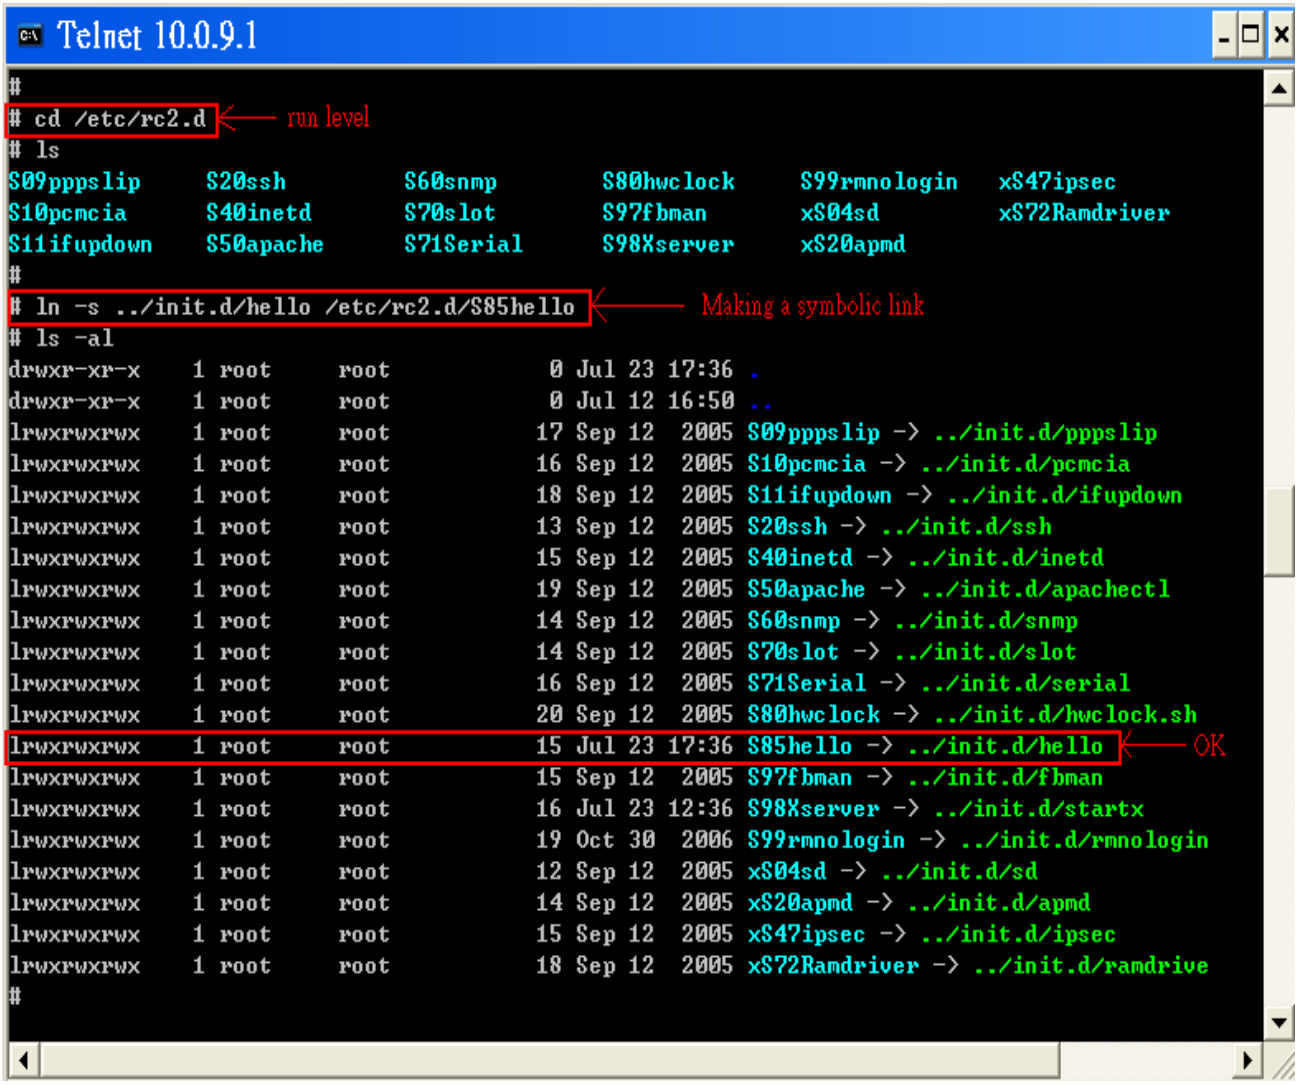

Fig. 4-11
(2) Type “**chmod 755 /etc/init.d/hello**“ to change the access permissions for the file.
(3) Type “**cd /etc/rc2.d**“ to change directory to the default run level.
(4) Type ”**ln -s ../init.d/hello /etc/rc2.d/S85hello**“ to create a symbolic link to the script file so that it will be automatically executed at boot time. Refer to the Fig. 4-11 for more details.